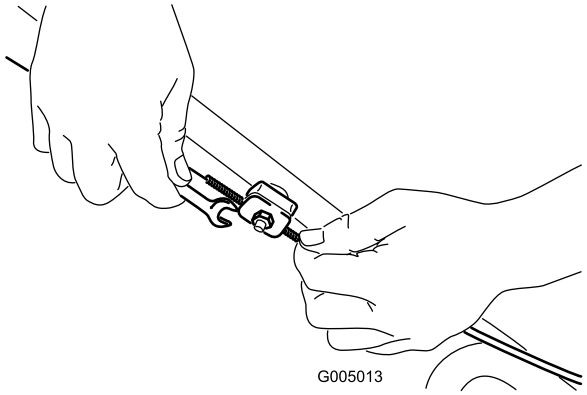

Figur 28
1. Løsn møtrikken til kabelunderstøtningen (Figur 28).